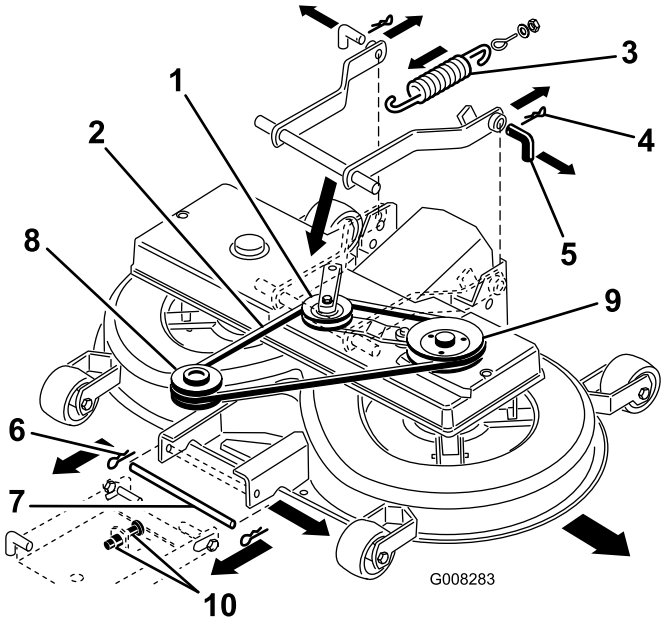

Figur 39
8. Trekk inn ledearmen og fjern V-remmen fra rullen (Figur 39).
9. Koble fjæren fra tilkoblingsspaken (Figur 39).
11. Fjern hårnålsklipsen fra de to bakre pinnene og fjern pinnene (Figur 39).
12. Fjern hårnålsklipsen fra de to fremre pinnene og fjern pinnen (Figur 39).
13. Ta V-remmen av motorremskiven (Figur 39).
7. Flytt den laveste pinnen på den fremre justeringsfjæringen til den laveste posisjonen av de gjengende hullene ved å justere de to mutrene (M12) på forhjulsopphenget (Figur 39).